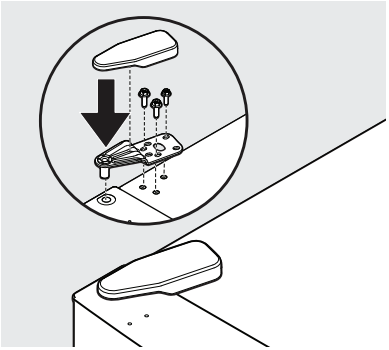

Figure 10
20. Using a Phillips™ screwdriver or a 5/16″ wrench, secure the top hinge using three 5/16″ screws. Replace the top hinge cover (see Figure 10).